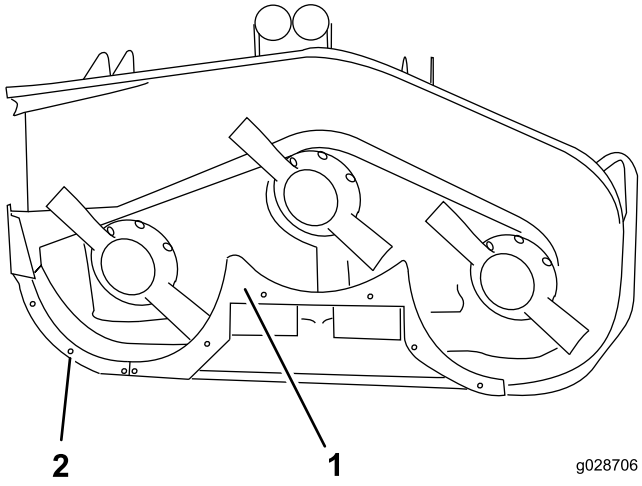

**Figura 10**
8. Coloque la plataforma trasera en la carcasa (Figura 10).
10. Sujete la plataforma trasera a la carcasa con 4 tornillos de caperuza (3/8-16 x 1 pulg.) y 4 arandelas de freno (Figura 10).
12. Sujete el deflector al borde de la carcasa con 2 tornillos de caperuza (1/4-20 x 3/4 pulg.) y 2 contratuercas (Figura 10).
13. Alinee la plataforma derecha con el extremo del deflector central y el borde de la carcasa (Figura 10).